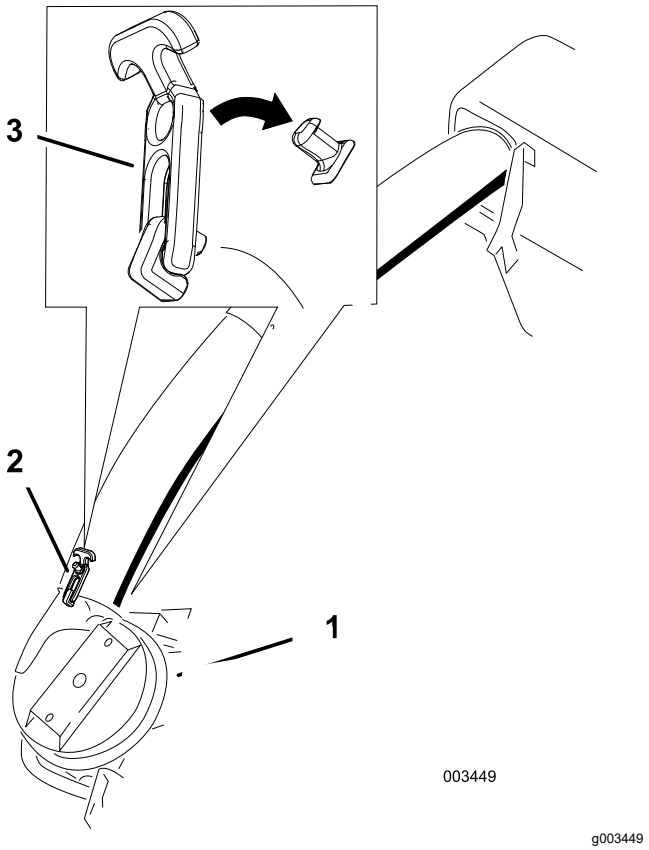
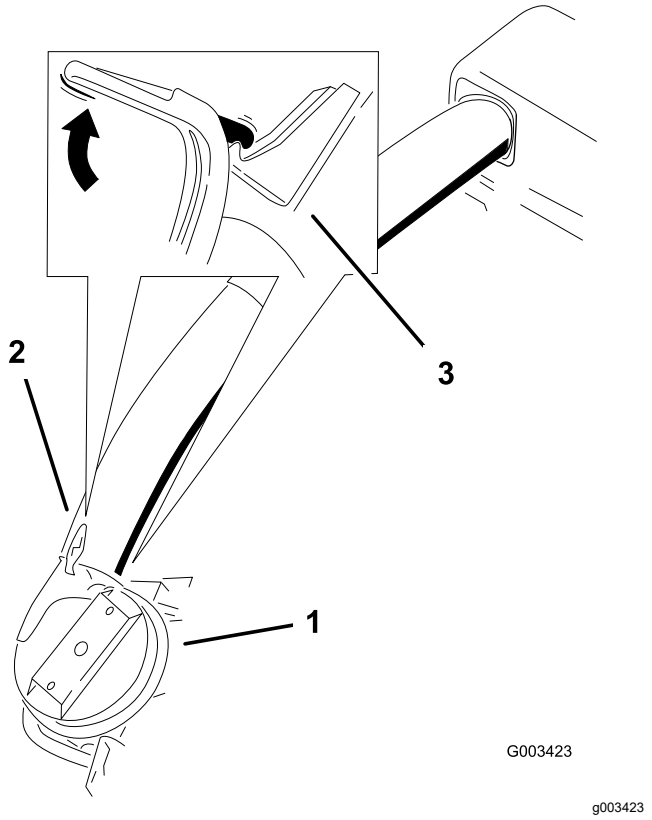

Figur 27
Figur 28
9. Skub det nederste rør op på kappen, og lås dem sammen (Figur 27 eller Figur 28).